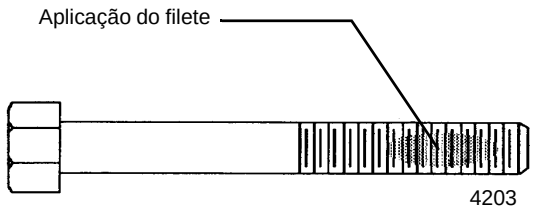

FIGURA 1-7
1. Aplique um filete perpendicular à rosca, cobrindo vários sulcos, no local aproximado do engate das roscas (consulte a Figura 1-7).